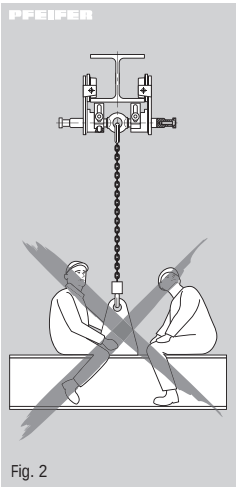

Fig. 2
- Il est interdit d'utiliser le chariot pour transporter des personnes (Fig. 2).